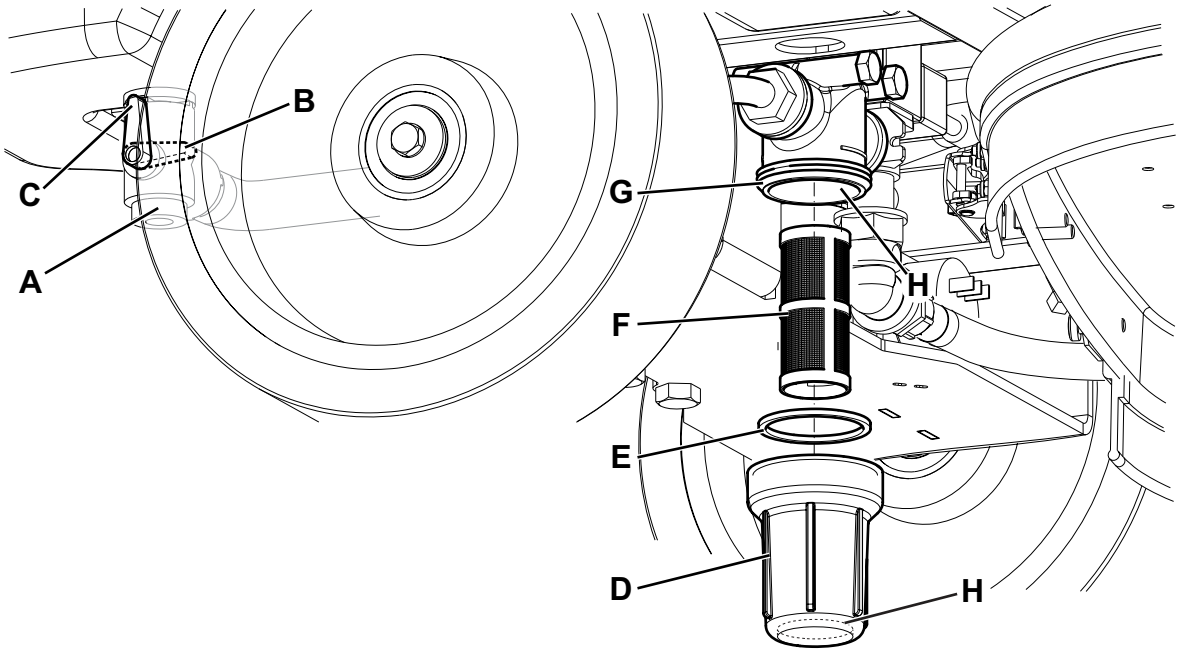

Figure 9
2. Positionner la clé de contact (58) sur « 0 ».
3. Fermer le robinet (A, Fig. 9) de la solution situé dessous la machine, derrière la roue arrière droite. Le robinet (A) est fermé quand il se trouve dans la position (B) par rapport au robinet et il est ouvert quand il se trouve dans la position (C).
4. Enlever le petit glas transparent (D), récupérer le joint (E), puis enlever le filet filtrant (F) sous la machine, devant la roue arrière droite. Les nettoyer à l'eau et les reposer dans le support (G).